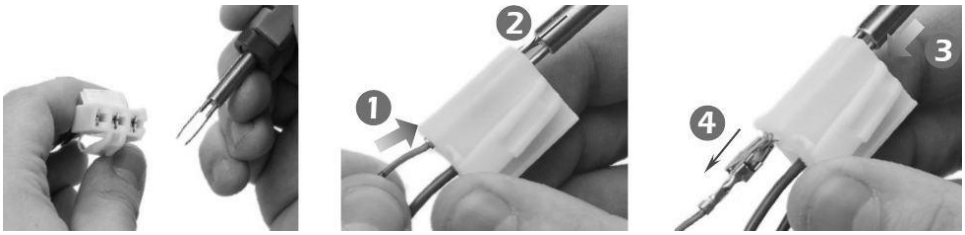

Figure 5
- Referring to Figure 5 - Use 1978/18 or WT10079/10 to remove cable (grey/blue) from cavity 3